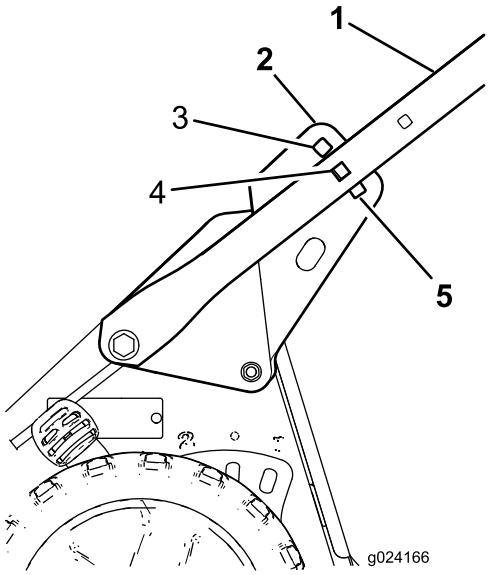

Figuur 4
4. Ga achter de machine staan om na te gaan hoe hoog de handgreep voor u moet staan om comfortabel te kunnen werken (Figuur 4).